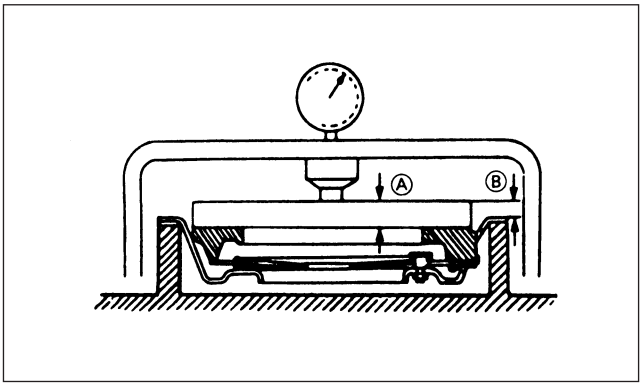

Figure 11. Pressure plate clamping force.
- Pressure plate clamping force. Invert the pressure plate and position an 9.2 mm (0.36 in) thick plate Ⓐ over the pressure plate with hydraulic press. Then observe the load gage reading when the dimention Ⓑ becomes 19 mm (0.75 in) as indicated in figure 11. Replace the pressure plate assembly if the clamping force is less than 970 kg (2,139 lb).